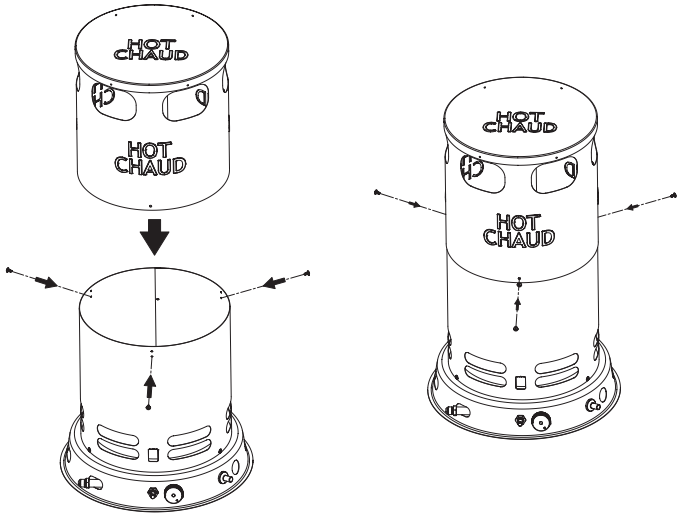

Figura 3
3. Fije tres (3) pernos en los orificios de la hilera inferior de la cubierta inferior (vea la Figura 3).
4. Deslice la cubierta superior sobre la inferior alineando los cuatro orificios restantes. Introduzca tres (3) pernos y apriete firmemente (vea la Figura 3).